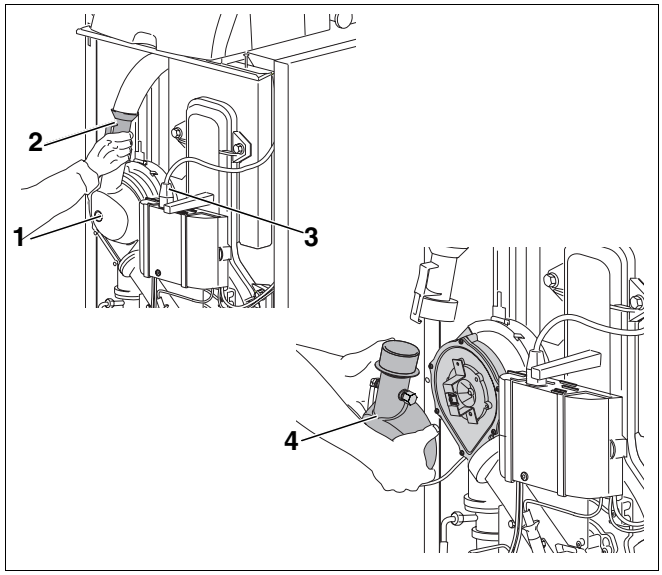

Abb. 56 Verbrennungsluftanschluss abnehmen
- Netzstecker (Abb. 56, **Pos. 3**) am SAFe abziehen.
- Venturirohr (Abb. 56, **Pos. 2**) vom Verbrennungsluftanschluss demontieren.
- Absaugschlauch des Ölfilters vom Verbrennungsluftanschluss (Abb. 56, **Pos. 4**) abziehen.
- Schraube (Abb. 56, **Pos. 1**) am Verbrennungsluftanschluss lösen.
- Verbrennungsluftanschluss (Abb. 56, **Pos. 4**) nach vorne abnehmen und auf Verschmutzung prüfen und gegebenenfalls reinigen.
- Verbrennungsluftanschluss (Abb. 56, **Pos. 4**) wieder montieren.